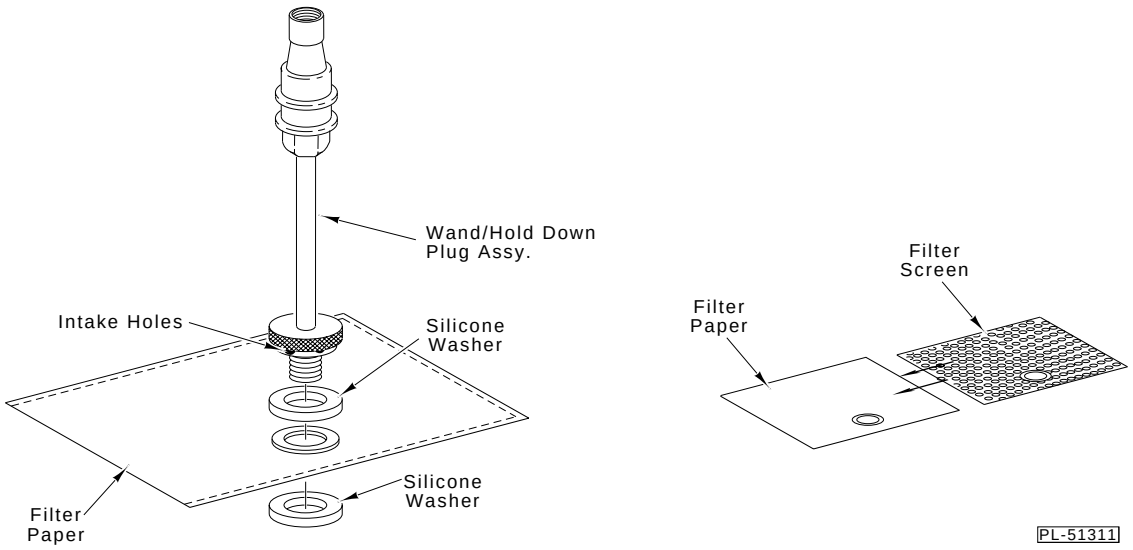

Fig. 16
4. Remove wand/hold down plug assembly, 2 silicone washers and filter screen (Fig. 16).
5. Replace filter paper (available from Hobart) (see Fig. 16) and staple onto screen.
6. Replace 1 silicone washer, then screen, 1 silicone washer, then wand/hold down plug assembly in order given (see Fig. 16). Tighten finger tight only.